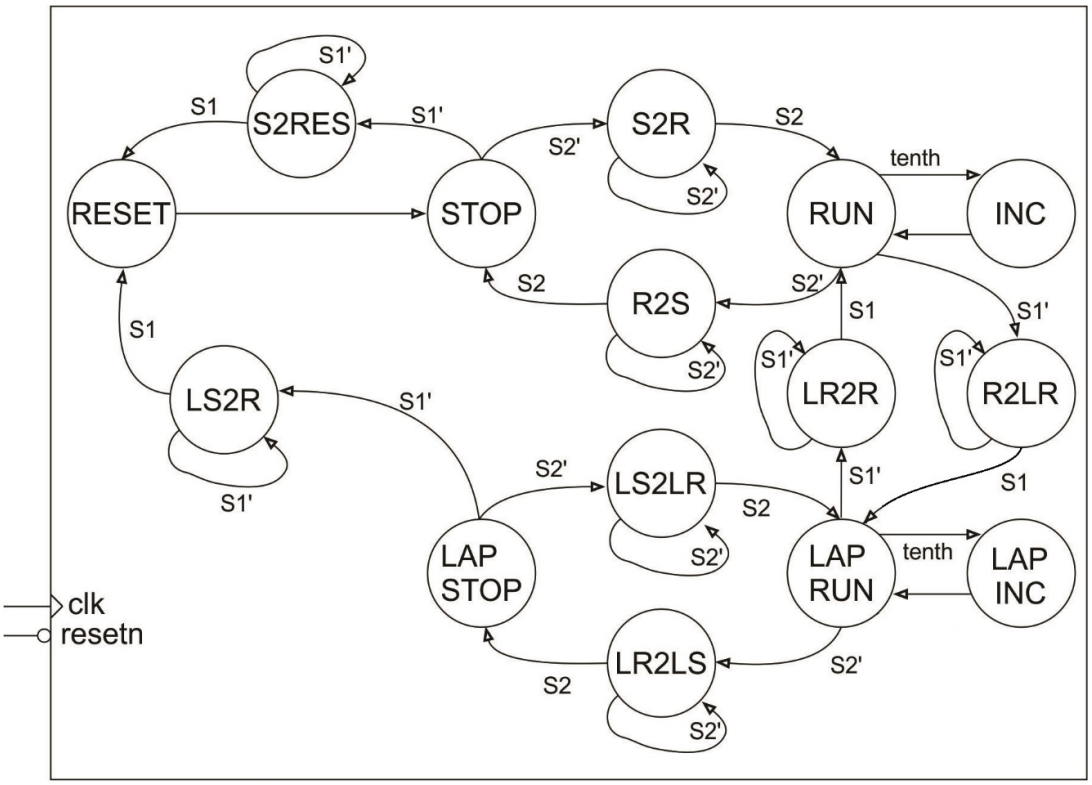
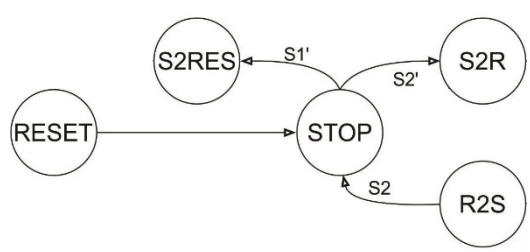
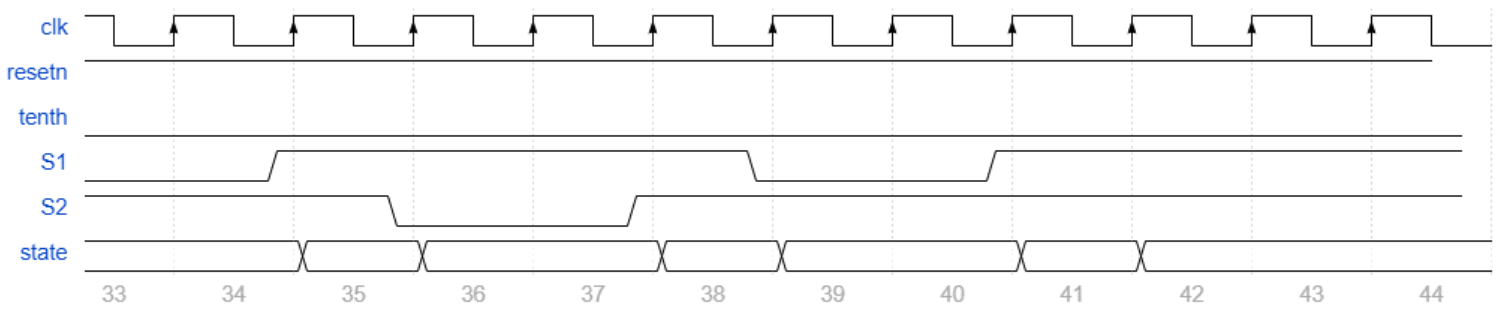

Figure 10.3: The control unit for the stopwatch needs to account for the time the user holds the button down.
Figure 10.5: All the states and with a transition arc connected to the `STOP` state.
Figure 10.6: Timing diagram for the testbench for the testbench simulation
The state diagram for the stopwatch is shown in Figure 10.3.
Table 10.1: Control word table for the stopwatch finite state machine shown in Figure 10.3.
- Next state logic – This is an always/case statement that has one case for each state. It embodies the logic in Figure 10.3 using if/then statements. Let's redraw Figure 10.3 by focusing on the states connected to the STOP state by transition arcs in Figure 10.5.
The next state logic for the `STOP` state embodies the two transition arcs leaving the `STOP` state in Figure 10.5. If the FSM is in the `STOP` state and the `S1` input equals `1` then the FSM should go to the `S2RES` state. This logic and the transition to the state `S2R` is provided in the
This lab will terminate with an extensive simulation of the stopwatch to uncover as many bugs as possible. Errors are much, much easier to find in a simulation. The goal of this simulation is to cover every transition arc in Figure 10.3 so that you can be sure your code is working correct.
The timing diagrams shown in Figure 10.6 show the tenths, `S1` and `S2` signals as they are manipulated by the testbench. These signals will affect the state of the control unit according to Figure 10.3. Your task is to use these signals to determine what the state the control unit is in.
The goal of the testbench was to cover every transition arc in Figure 10.3. This goal was not achieved; one transition arc was not taken in the testbench, which one was it?
Run the entire simulation and compare the simulation output to Figure 10.6. Use the results of the simulation to either correct Figure 10.6 or to correct your **controlUnit.v** code.
- Completed Figure 10.6.